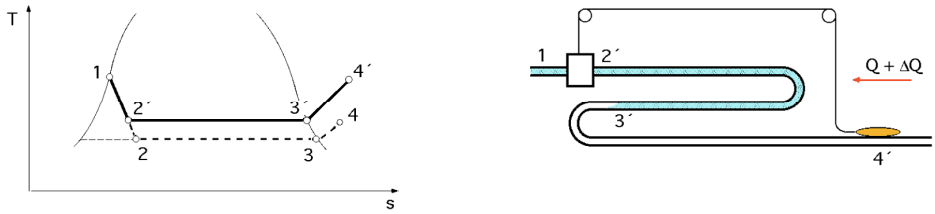

Fig III.6.- Válvula con el bulbo conectado a la salida del evaporador, sometido a un incremento de calor
Si se supone que dicha válvula se encuentra en situación de equilibrio, correspondiente a una absorción de calor Q en el evaporador, si en un momento cualquiera se incrementa la aportación de calor al evaporador en ΔQ , tal y como se indica en la Fig III.6, el fluido terminará de evaporarse en una sección del evaporador mucho más próxima a la entrada, con lo que, al igual que cuando se consideraba la actuación de la válvula presostática, aumenta la presión de entrada al evaporador desplazándose el punto (2) al (2') tal y como se indica en el diagrama (T-s).